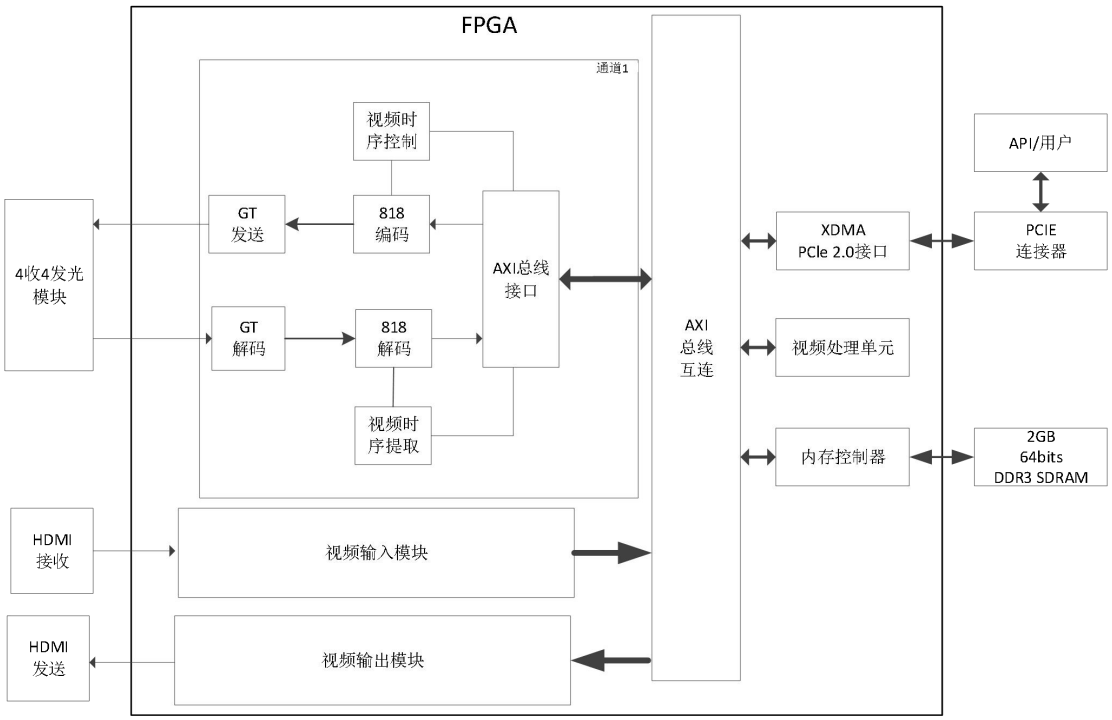

图 12 原理框图
Step1：配置好发送的通道号、对应视频的图像颜色格式以及预览视频分辨率后，点击图 12 中①对应按钮，选择本地测试视频文件，加载成功后，状态显